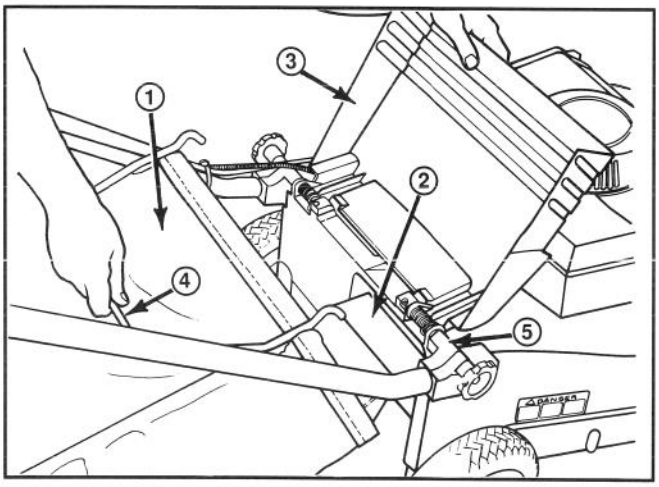

**Abbildung 5**
**1.** Die Auswurfklappe anheben, den Ansatz des Sacks in die Auswurföffnung schieben und den Sackrahmen auf den Haltebolzen am Gehäuse schieben (Abb. 5).